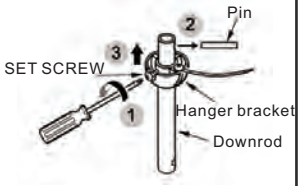

Fig.7
Paso 2: Extraiga la bola colgante de la unidad de la varilla descendente. (Fig. 7)